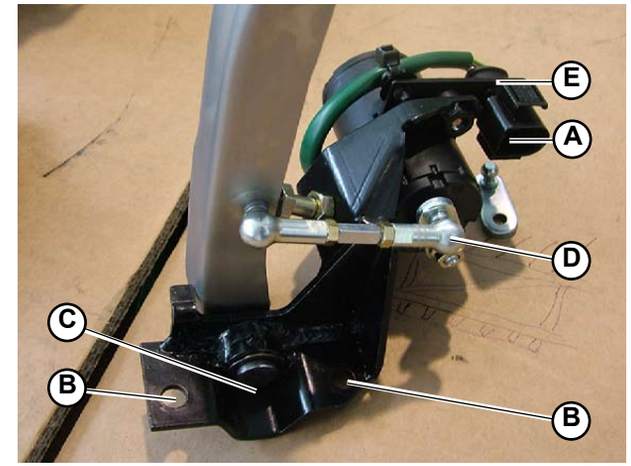

Fig.3
2. Detach the potentiometer port connection (**A-Fig.3**).
3. Unscrew the 2 screws (**B-Fig.3**) securing the pedal cluster plate to the car floor.
4. Detach the 2 fixing pins and extract the journal (**C-Fig.3**).
5. Detach the ball joint (**D-Fig.3**).
4. Extract the connection port from the fork (**E-Fig.3**) to which it is connected.